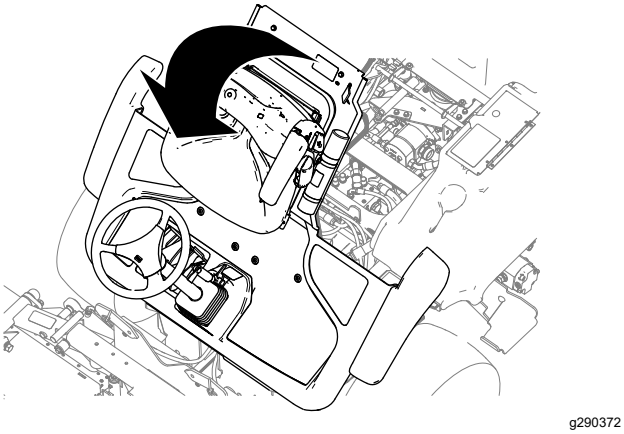

Figur 49
2. Hev plattformen (Figur 49).